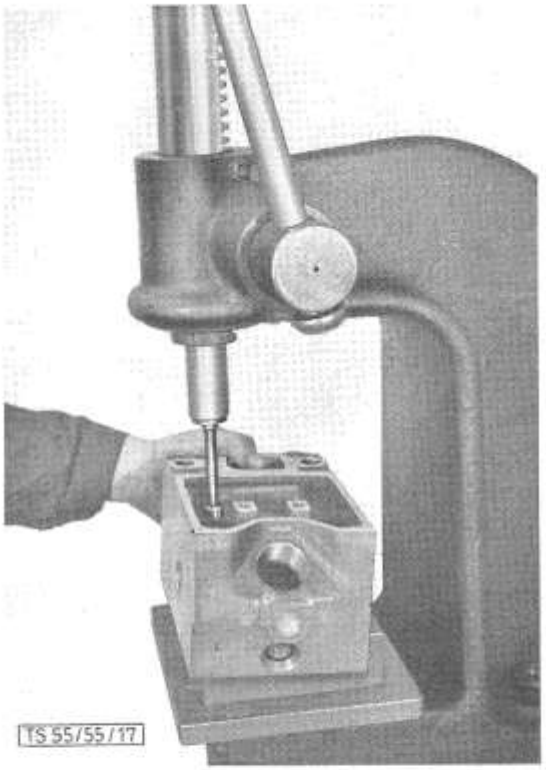

Bild 17: **Kugeln der Ventilführungen**
2. Bohrung mit ölverdünnter Schleifpasta einschmieren und kalibrierte Kugel 11,05 mittels eines Dornes senkrecht und gleichmäßig durch die Bohrung drücken (Bild 17).